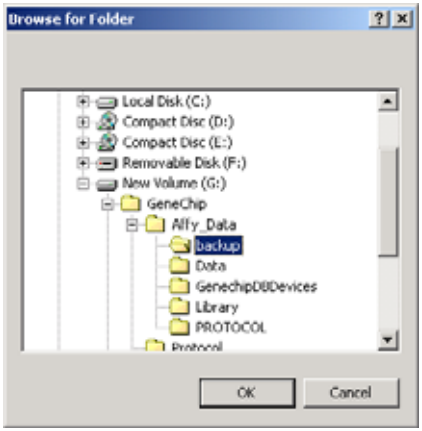

Figure 15.35
- Click **Browse** and select a folder from the Choose Folder dialog box **(Figure 15.35)**.